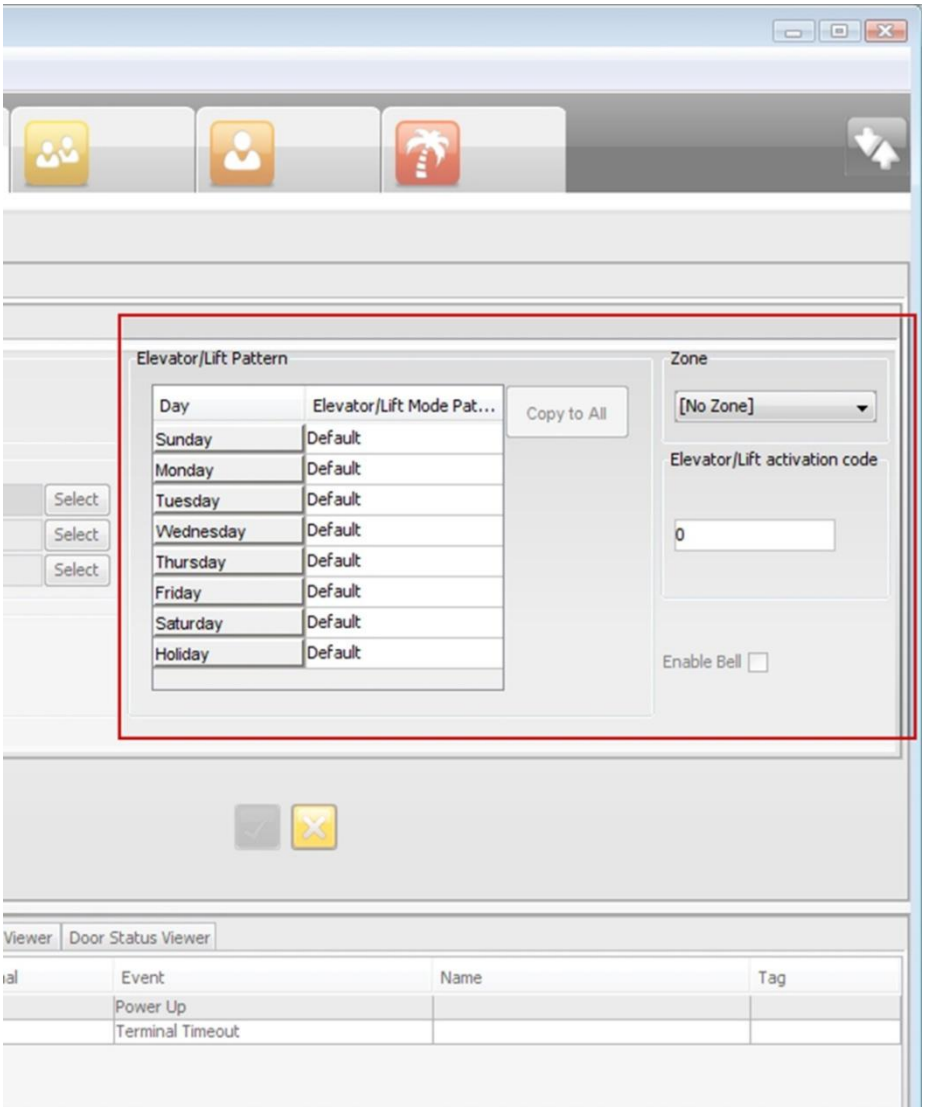

Figure 5 – Right-hand Side of the Door Configuration Pane
2. In the **Elevator/Lift Pattern** group (see Figure 5), make your selections from the Day's Elevator/Lift Mode Pattern drop-down lists.